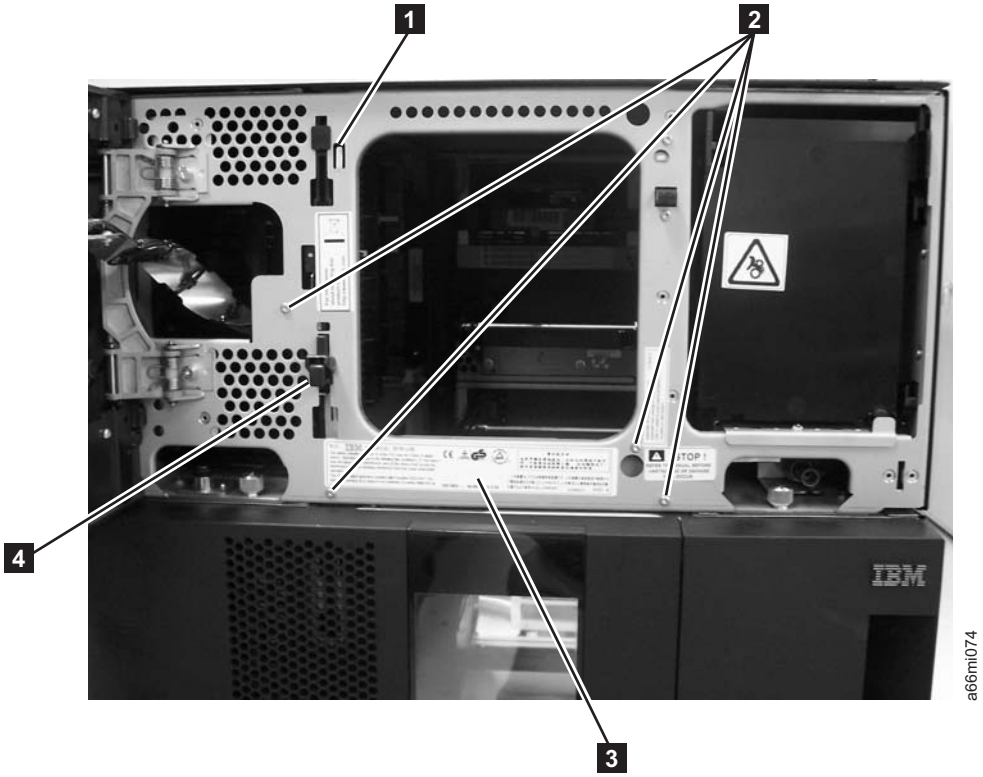

Figure 6-22. Agency Label placement
2. Place the Agency Label (**3** in Figure 6-22) on the enclosure frame underneath the Access Door opening.